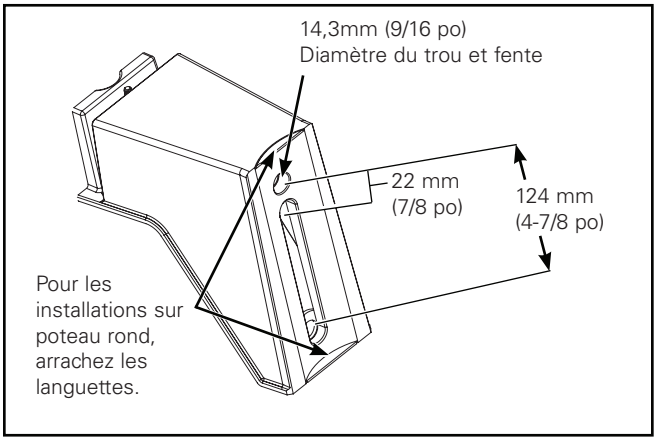
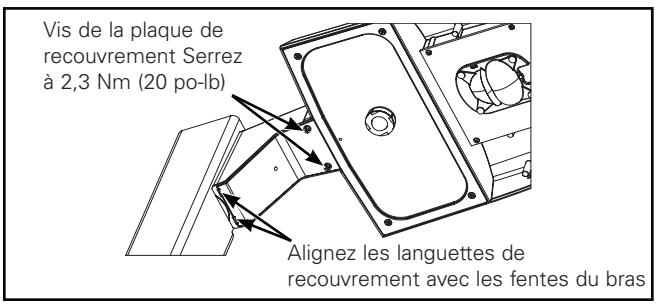

Figure 1.
Figure 5.
Bras de montage sur poteau (Figure 1 - Figure 5)
1. Le bras de fixation sur poteau est conçu pour un poteau carré ou rond. L'installation sur poteau rond nécessitera le retrait des languettes du bras de fixation. Saisissez la languette avec des pinces et arrachez-la. (Figure 1.)
Remarque: Assurez-vous que les fils d'alimentation ne sont pas coincés entre le couvercle et le bras de fixation. (Figure 5.)